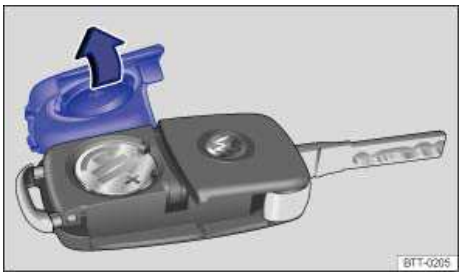

Fig. 21 Remote control vehicle key: Open battery compartment cover.
The battery is on the back of the remote control vehicle key under a cover ⇒ fig. 21.
- Position the cover as shown ⇒ fig. 21 and press it down (opposite to direction of the arrow) until you hear it click into place.